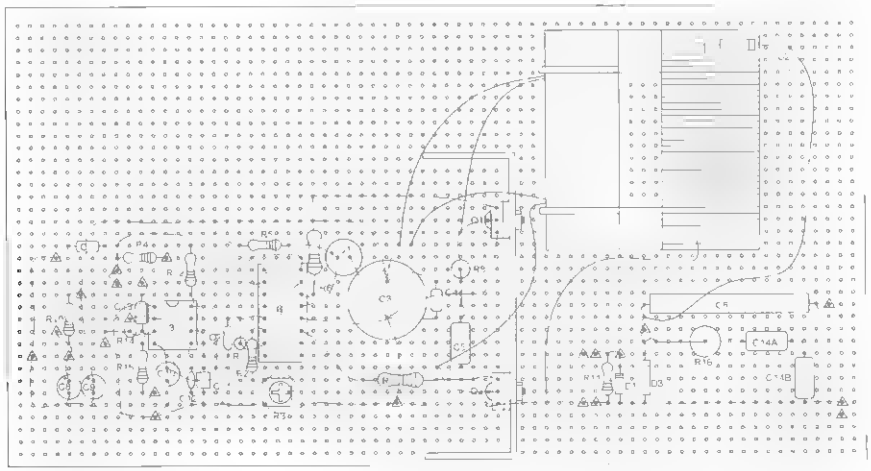

Figure 18-6 *Internal onboard wiring*
6. Wire the components as shown in Figure 18-6 using the leads of the actual components as the connection runs, which are indicated by the dashed lines. Always avoid bare-wire bridges and messy solder joints. Check for cold or loose solder joints and secure T1 using double-sided sticky tape or plastic tie wraps.